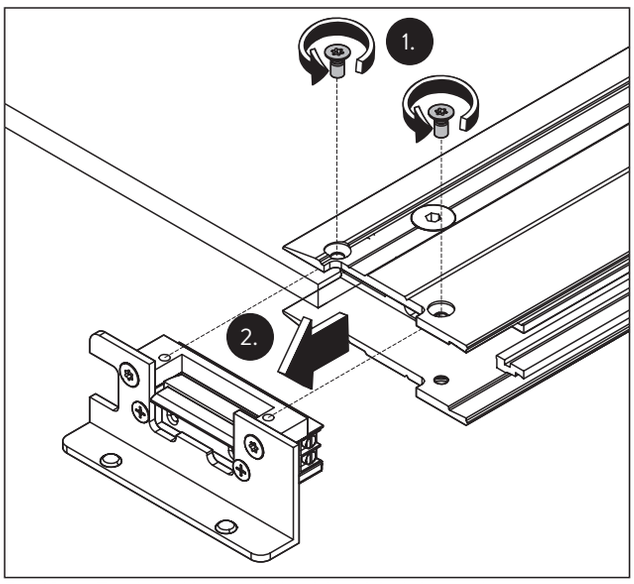

Fig. 49 Tire del abridor electrónico del módulo de la cerradura
1. Desenrosque los tornillos y extraiga el abridor electrónico del módulo de la cerradura (Fig. 49).